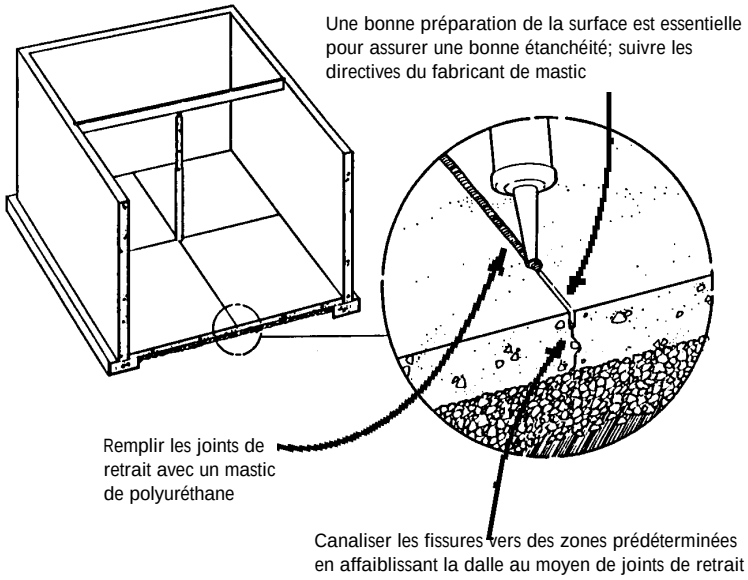

Figure 15. Joints de retrait pour les nouvelles dalles de plancher en béton
- Ménager des joints de retrait dans la dalle de plancher en béton. Comme l'apparition de quelques fissures est quasi inévitable, l'entrepreneur peut favoriser la fissuration de zones précises qui seront faciles à calfeutrer avec du mastic de polyuréthane (voir la **Figure 15**). On peut créer des joints de retrait en utilisant l'une des méthodes suivantes :